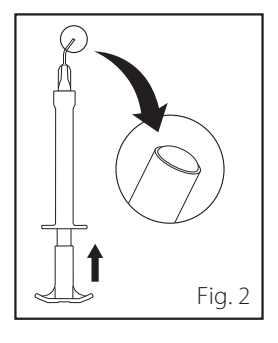

Fig. 2
1. A ponta aplicadora está bem fixada na seringa. . Todo o ar que possa estar na ponta aplicadora é removido empurrando suavemente o êmbolo da seringa para a frente com a ponta virada para cima até o material chegar à abertura da ponta (Fig. 2).